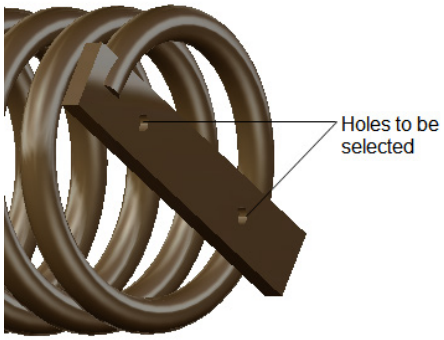
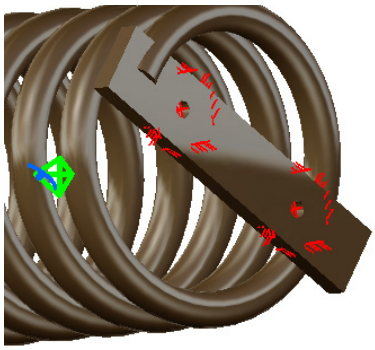

Figure 19-120 The holes to be selected
Figure 19-121 The clamp restraint applied to the base holes
2. Choose the inner face of the holes at the bottom face of the spring base, as shown in Figure 19-120 and then choose the **OK** button from the **Clamp** dialog box; the clamp restraint is applied, refer to Figure 19-121.